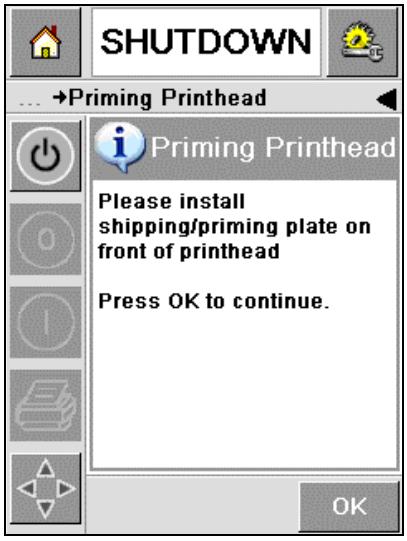
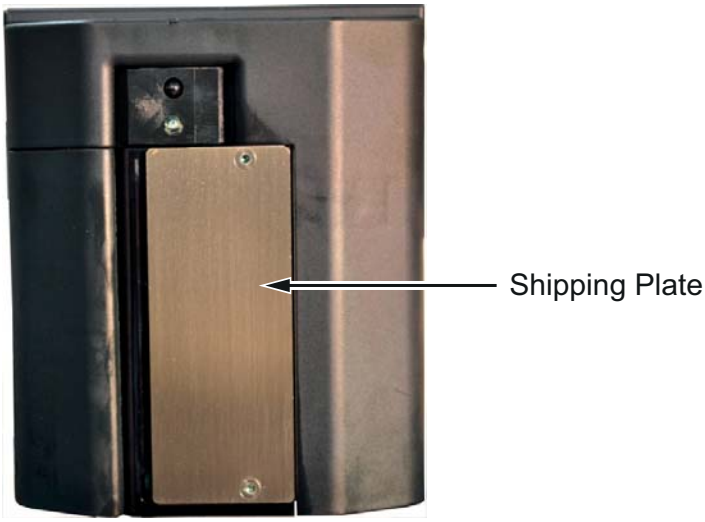

Figure 7-22: Install Shipping Plate
Figure 7-23: Printhead with Shipping Plate
b. Install the shipping plate with orifice sealing on the nozzle plate using retained screws (see Figure 7-22 and Figure 7-23)